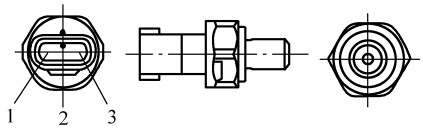
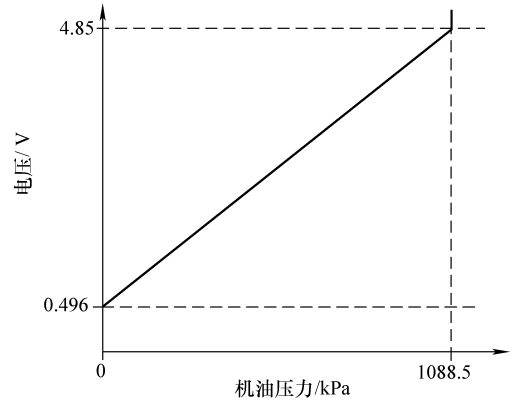

图 6-51　机油压力传感器
图 6-52　机油压力传感器压力与电压之间的关系
④ 机油压力传感器见图 6-51；机油压力与电压之间的关系见图 6-52。